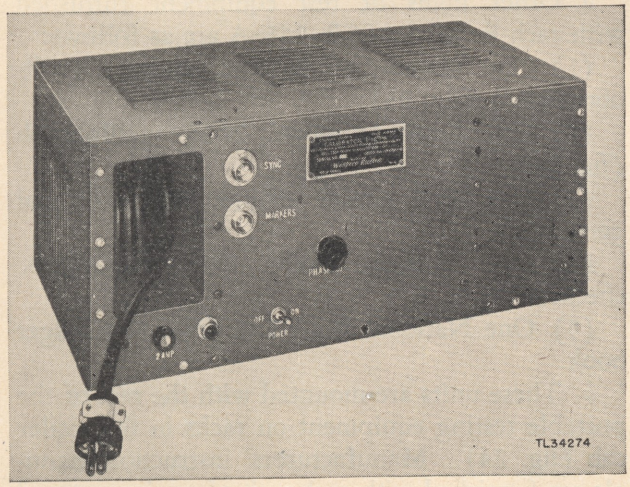

Figure 88. Range calibrator.
77. Range Calibrator I-189-A (fig. 88)
the range unit. As shown in figure 88, it has only one control knob on the panel designated PHASE ADJ, which is used to vary the position of the 500-yard markers with respect to the start of the sweep. Also on the panel are two output jacks (SYNC) and (MARKERS) which provide pulses for sweep start and 500-yard marker pips respectively. Connecting cords are stored in the cord box on the left side of the panel.